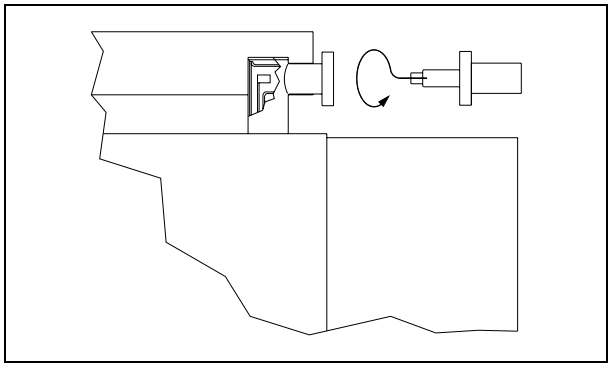

*Fig. 25 - High voltage feedthrough connection*
1. Remove the 6 bolts of the Mini-ConFlat flange connection (see Fig. 25).